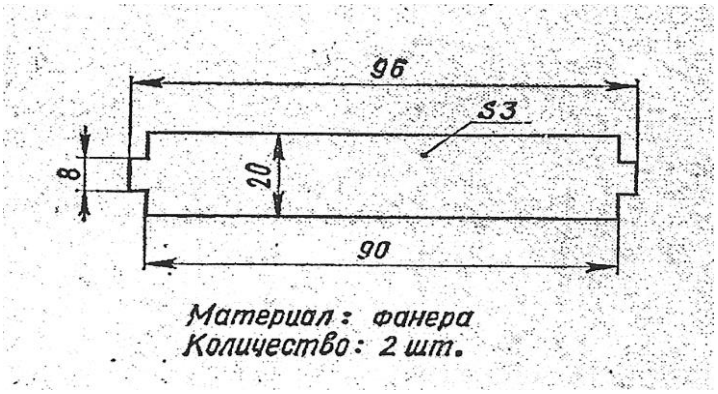

Рис.5
1. Розмітити контури деталей за кресленням (рис. 5),